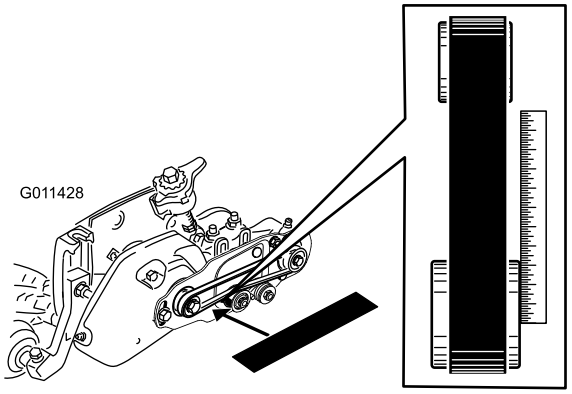

Figuur 33
- Leg een richtliniaal langs het buitenvlak van de **aandrijf**poelie (Figuur 33).